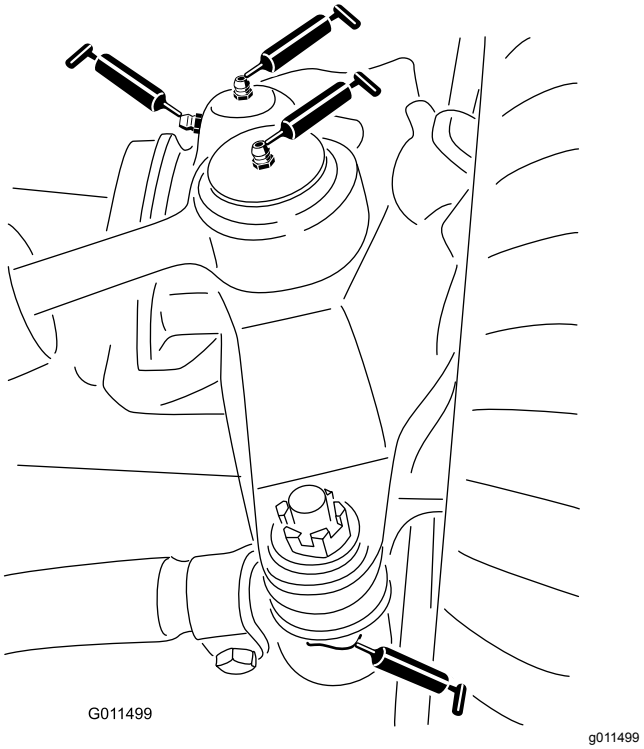

Figur 42
- 2 kulleder för styrcylindern (Figur 42)
- 2 kulleder för dragstången (Figur 42)
- 2 axeltappsbussningar (Figur 42).